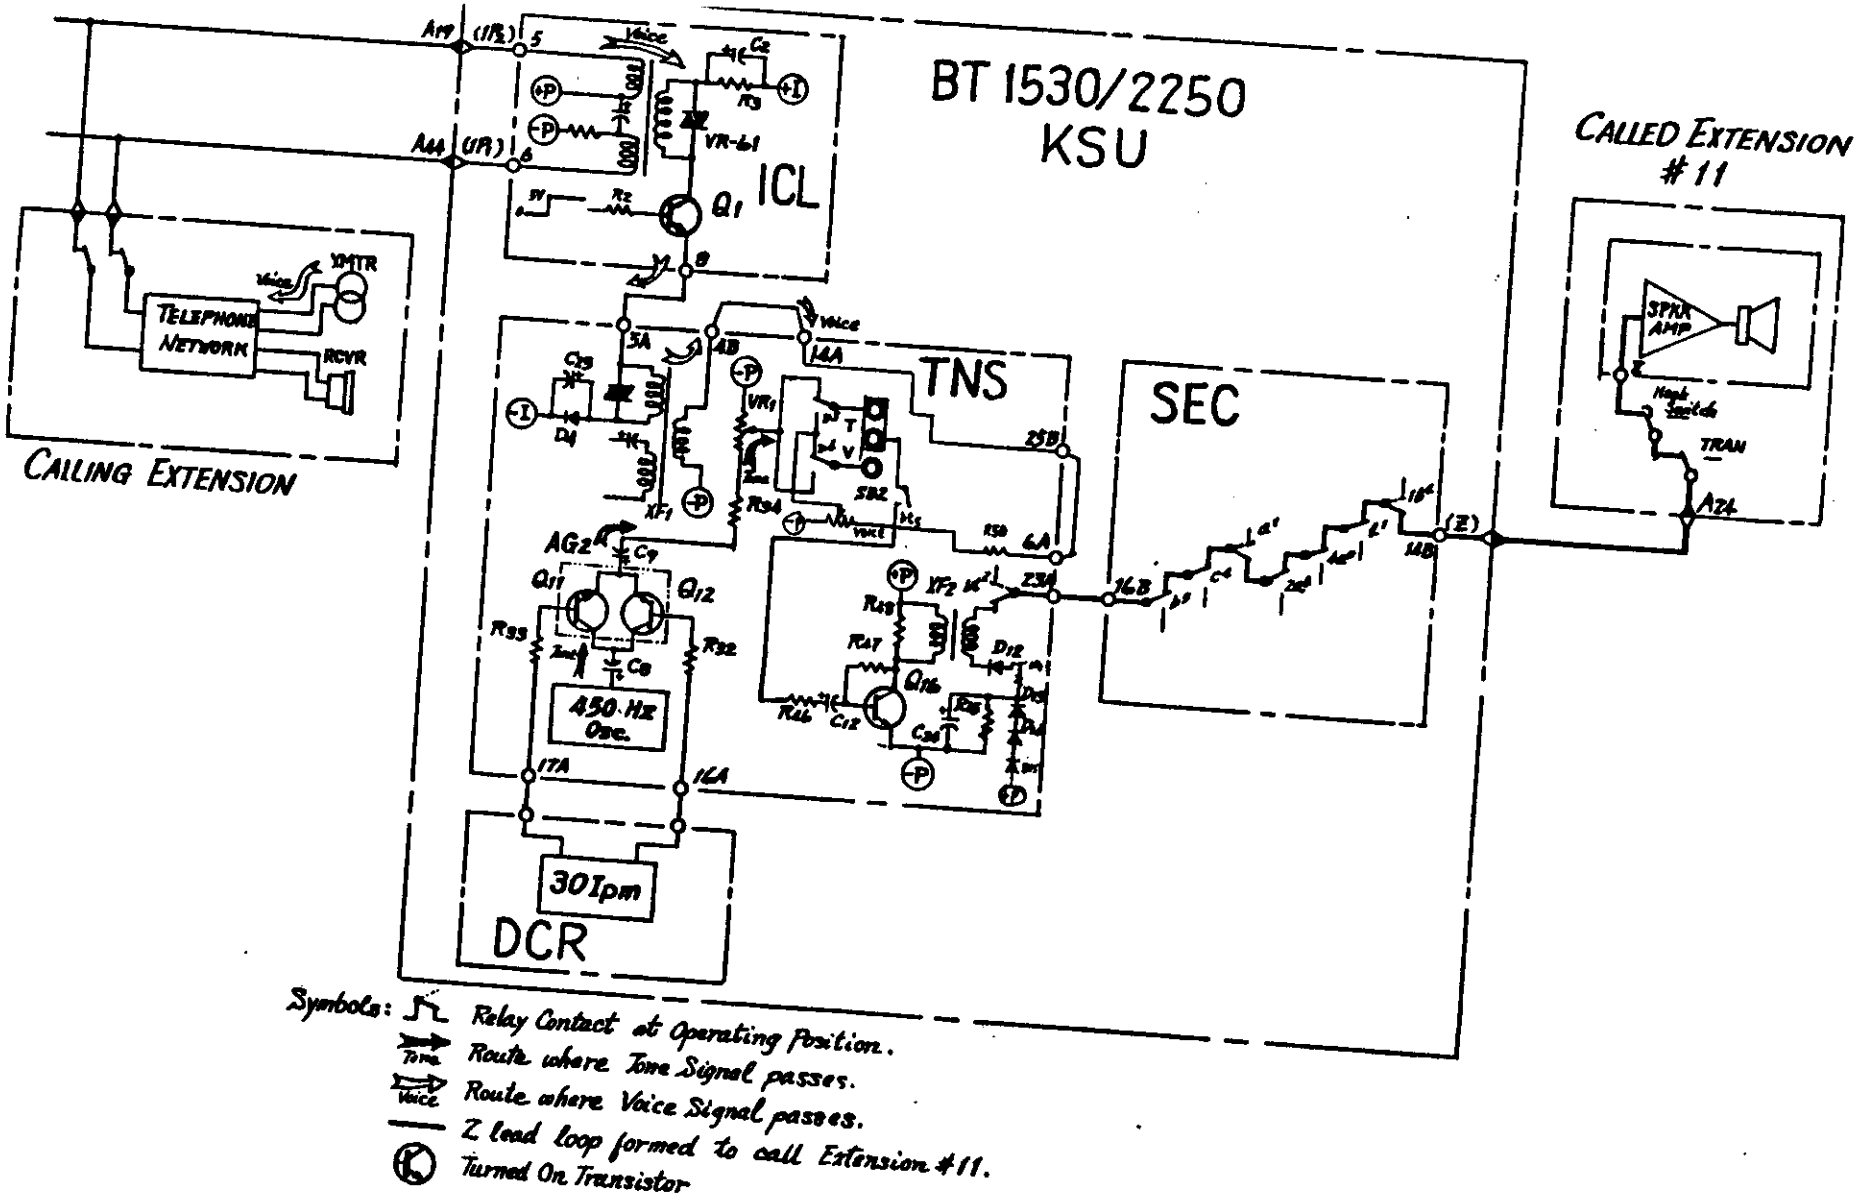

Figure 3 Intercom Tone/Voice Signalling and Control Circuit
e. Relay contacts bt_3 connects the extension relay tree to the Tone/Voice Signal TRANSFORMER XF2. Besides audio coupling the tone/voice signals, TRANSFORMER XF2 supplies (+P) battery to the called extension, turning the extension amplifier circuit ON. Figure 3 illustrates the circuit through which the called extension is supplied calling tone/voice and Battery through XF2.